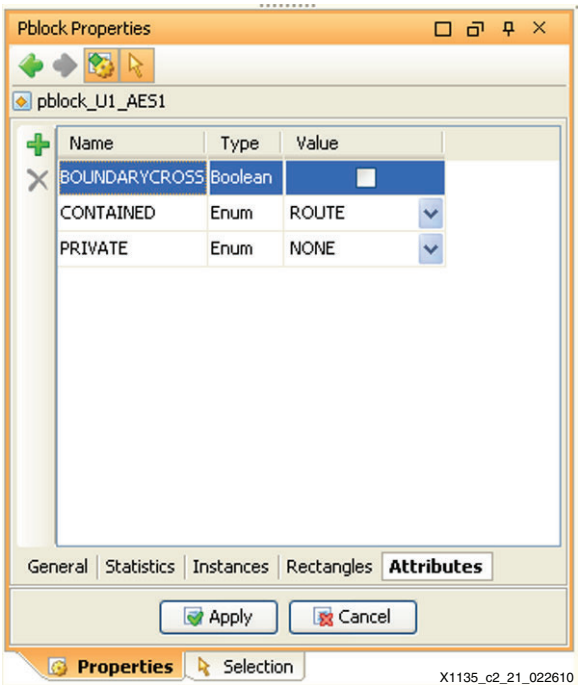

Figure 3-21: **Pblock Properties**
6. In the Pblock Properties window (see Figure 3-21), uncheck **BOUNDARYCROSS**, set CONTAINED to **ROUTE** and set PRIVATE to **NONE**.